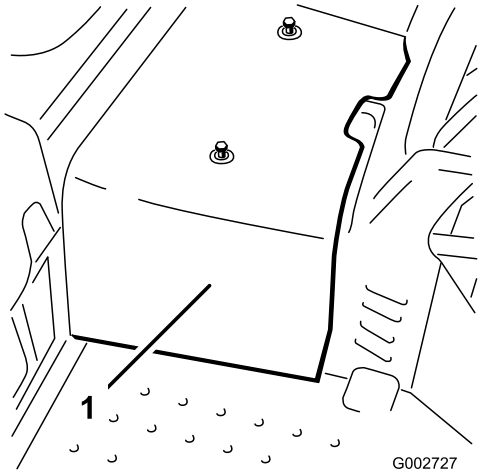

Figur 32
2. Løsn de to skruer, der fastgør den midterste afskærmning til maskinen, og fjern afskærmningen (Figur 32).